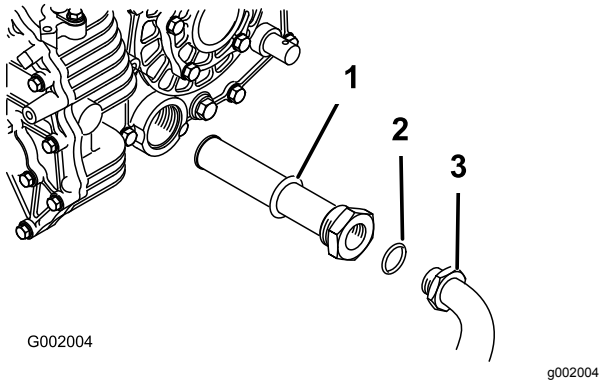

Figuur 51
5. Verwijder de hydraulische slang en de 90° fitting (Figuur 51).